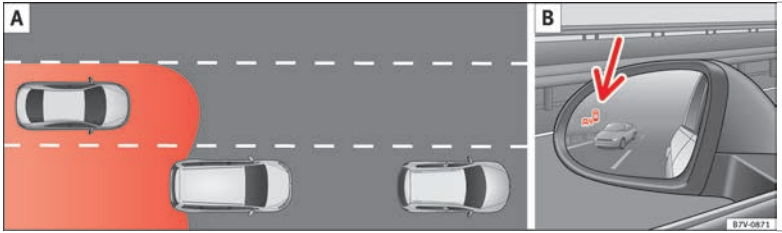

Fig. 223 Schematic diagram: A Passing situation with traffic behind the vehicle. B Indication from the blind spot detector in the left-hand external mirror.
In the following situations, an indication will be displayed in the external mirror ››› **Fig. 223 B** (arrow) or ››› **Fig. 224 B** (arrow):
- When being passed by another vehicle ››› **Fig. 223 A**.